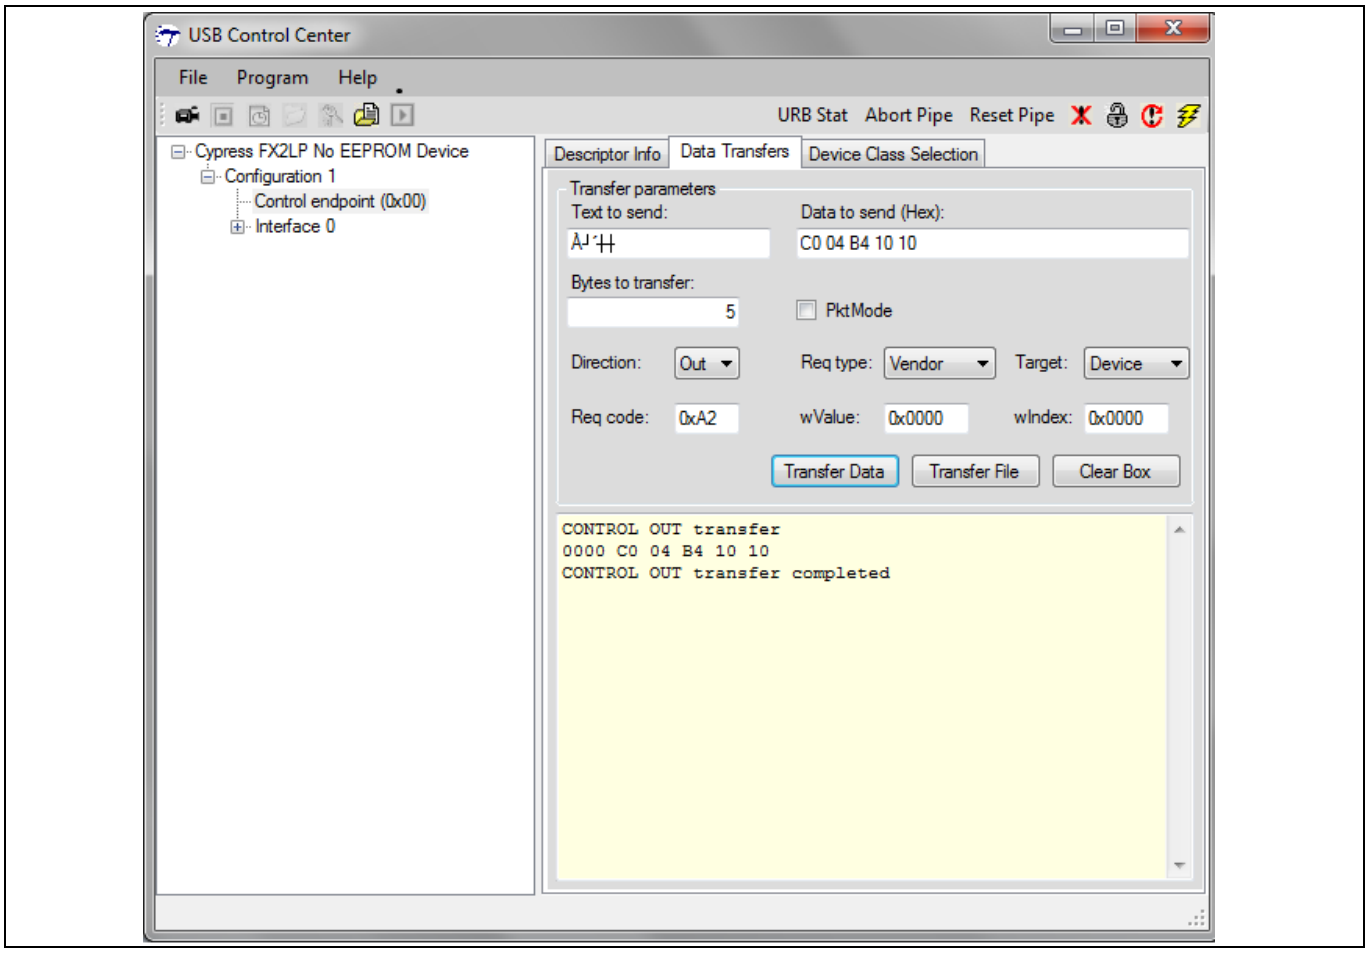

Figure 3　　EEPROM 编程
4. 请选择“Control endpoint (0x00),”，然后在 **Req Code** 字段内键入“0xA2”，在 **wValue** 和 **wIndex** 字段内键入“0x0000”，分别在 **Direction**、 **Req type** 和 **Target** 字段内选择“Out”、“Vendor”和“Device”。最后，将 VID/PID 组合键入到 **Data to send (Hex)**字段内，如 **Figure 3** 所示。**Table 3** 显示的是控制中心的“**Data to Send**”字段中所键入的字节。
5. 点击 **Transfer Data**。**Figure 3** 显示 EEPROM 已经成功上载。